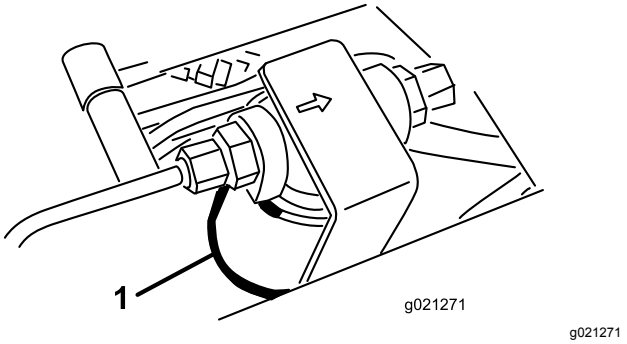
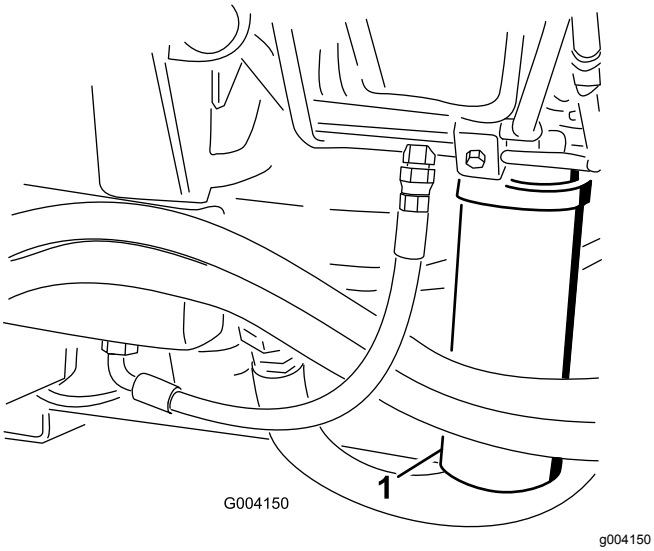

Figur 92
Figur 93
2. Rengjør området rundt der filteret skal festes, og plasser et tappefat under filtrene (Figur 92) og (Figur 93).